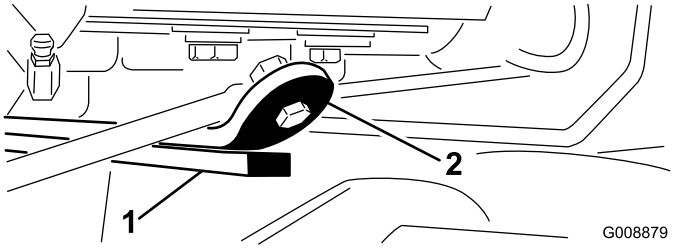

Figur 28
3. Start motoren, hæv løftearmene, og sørg for, at afstanden mellem slidbåndet oven på slidstangen på den bageste klippeenhed og kofangerbåndet er 0,51-2,54 mm (Figur 28).